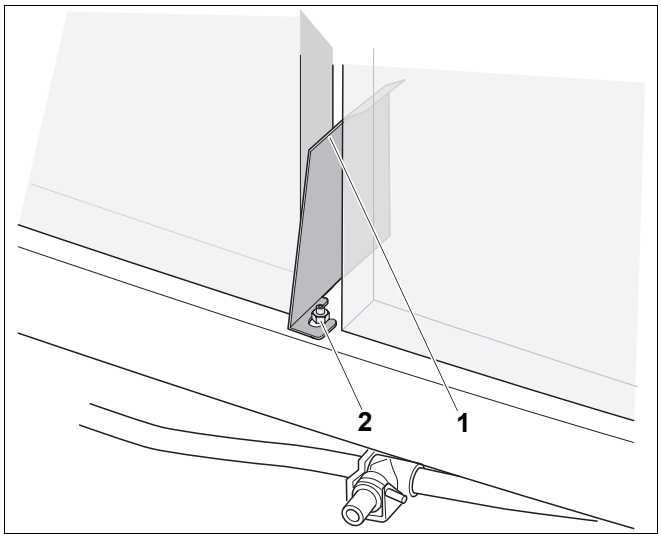

Rys. 63 Montaż blachy rozdzielającej
- Ponownie zamontować podkładkę i nakrętki mocujące M6 (rys. 63, **poz. 2**).
Górne zagięcie blachy rozdzielającej (rys. 63, **poz. 1**) musi przylegać do wewnętrznej strony ścianki rozdzielającej w przerywaczu ciągu otwartym do dołu.